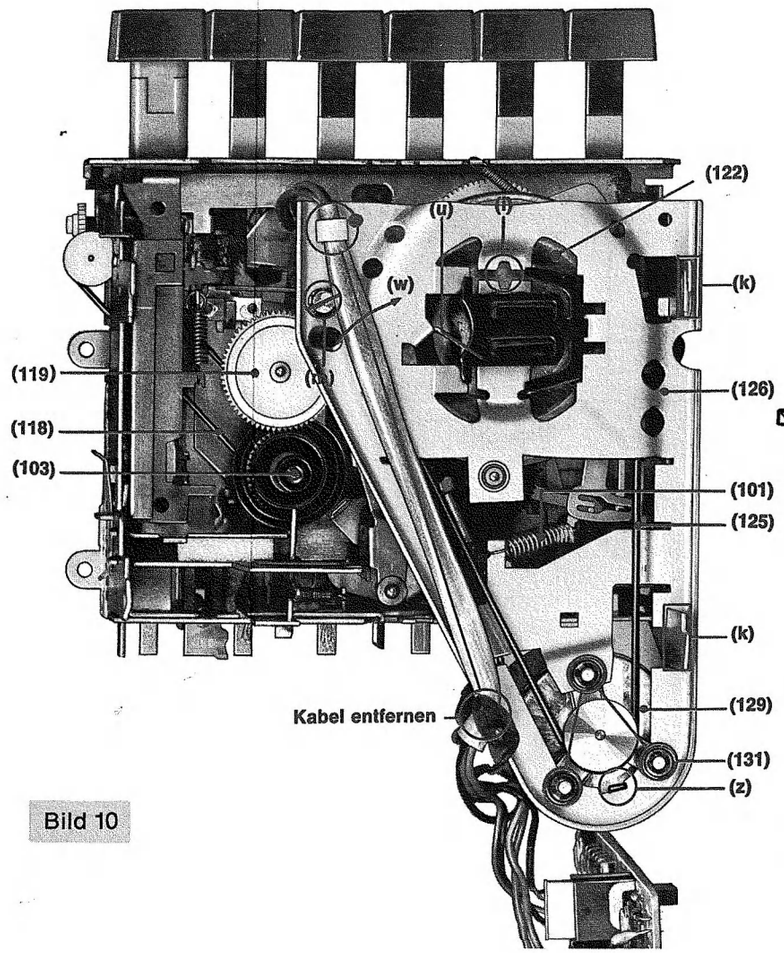

Bild 10
6. Motorriemen (125) wechseln [Bild 10]
7. Zählwerkriemen (118) wechseln [Bild 10]
8. Motor (129) wechseln [Bild 10]